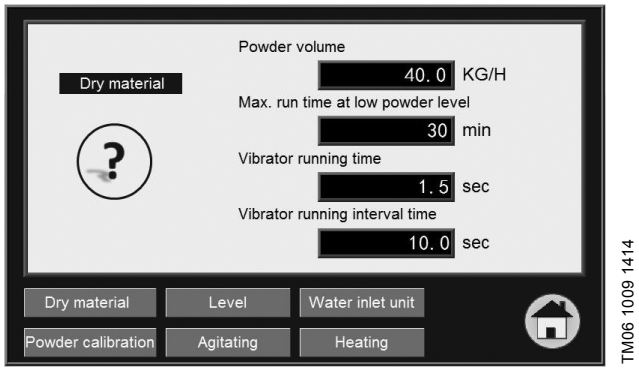

Fig. 9 Submenu "Parameter > Dry-material"
This datum is calculated by the PLC based on the "Concentration" and the "Powder volume" (fig. 9). If the inlet water flow rate measured by the flow meter (fig. 2, pos. 16) exceeds this value, the system will stop and the alarm "too much inlet water" will be given out, because the desired concentration cannot be achieved.